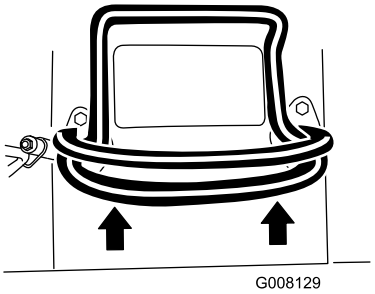

**Figur 8**
- För drivreglaget framåt för att köra framåt (Figur 8).